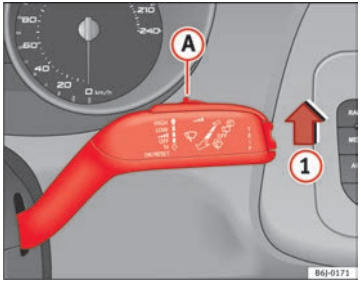

Fig. 67 Windscreen wiper lever
– Move the windscreen wiper lever into position (1) ⇒ Fig. 67.
– Move the control (A) to the left or right to set the sensitivity of the rain sensor. Control to the right: highly sensitive. Control to the left: less sensitive.